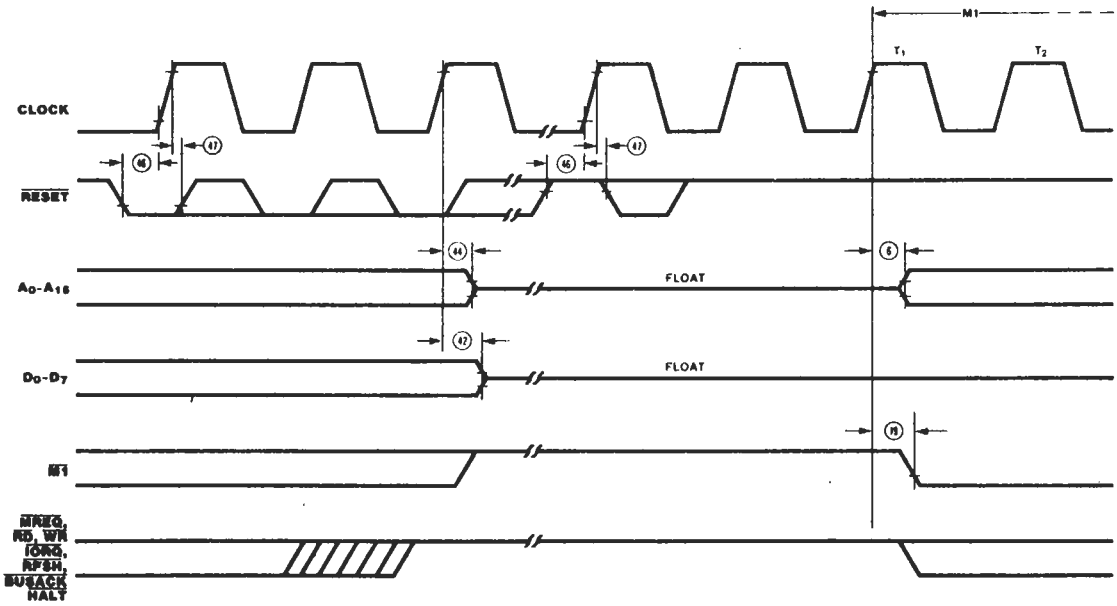

**Figure 12. Reset Cycle**
**Reset Cycle.** $\overline{RESET}$ must be active for at least three clock cycles for the CPU to properly accept it. As long as $\overline{RESET}$ remains active, the address and data buses float, and the control outputs are inactive. Once $\overline{RESET}$ goes inactive, three internal T cycles are consumed before the CPU resumes normal processing operation. $\overline{RESET}$ clears the PC register, so the first opcode fetch will be to location 0000 (Figure 12).